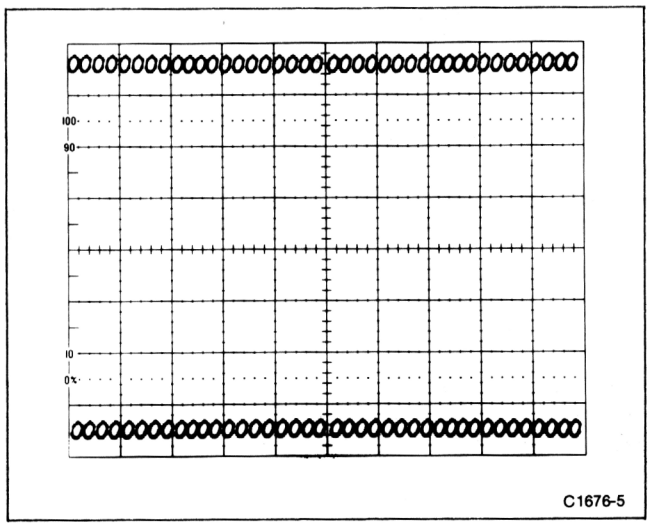

**Figure 5-2. Readout display with Q3416 removed.**
e. **EXAMINE**—the crt display for two rows of zeros, 30 zeros to a row with no character overlap. The two rows of zeros should be located vertically in the middle of the top and bottom divisions of the graticule (see Fig. 5-2).